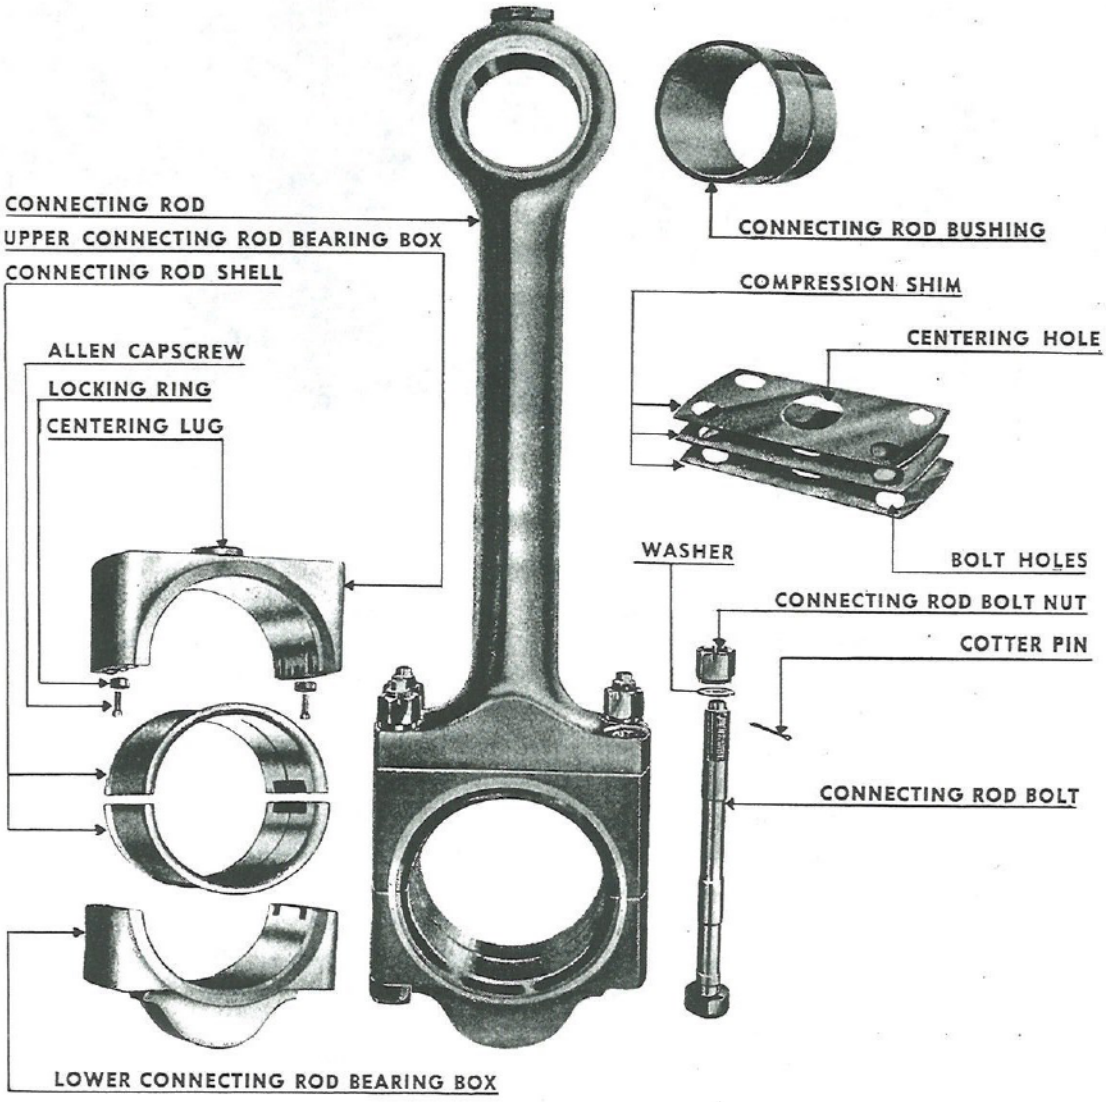

Fig. 102. Connecting Rod and Bearing Disassembled
b. The connecting rod is shown in Fig. 102 without the piston which is connected to the top of the rod. There are four bolts securing the connecting rod to the bearing box. Remove the cotter pins and loosen the nuts. Place a plank or board underneath the bearing box to hold the lower half of the box from dropping into the base of the engine, and remove the bolts. Lift out the lower half of the bearing box.